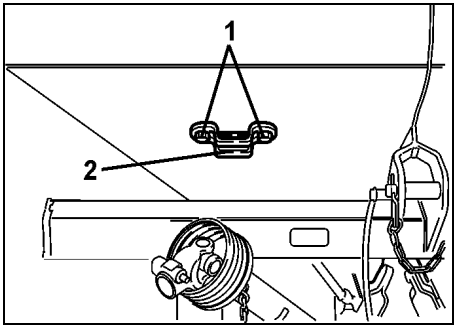

Rys. 73
- Wywiercić w dowolnym miejscu dwa otwory (ø 12 mm) do śrub mocujących (Rys. 73/1).
- Zamontować uchwyt (Rys. 73/2) śrubami mocującymi (Rys. 73/1).